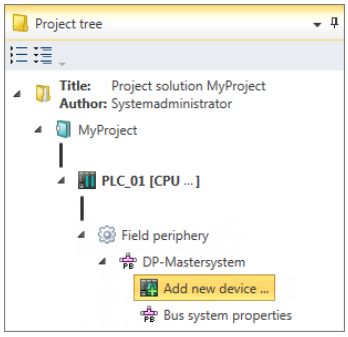

Fig. 63: Adding slave via "Project tree"
- **Project tree:** Within the PLC under *'Decentralised periphery'* and the suitable bus system (e.g. DP master system), click on *'Add new device'*. Fig. 63